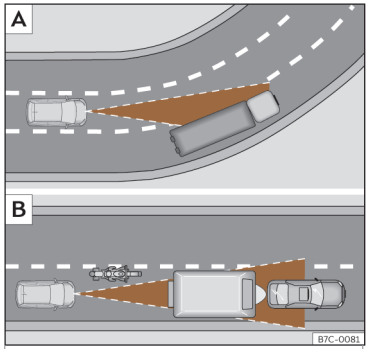

Abb. 162 A Fahrzeug in einer Kurve. B Vorausfahrender Motorradfahrer außerhalb des Erfassungsbereichs des Radarsensors.
Es ist möglich, dass die ACC das vorausfahrende Fahrzeug in der Kurve nicht erkennt oder die Entfernung mit Fahrzeugen, die sich auf anderen Fahrspuren befinden, einstellt ››› **Abb. 162** A.
- Versetzt fahrende Fahrzeuge oder Fahrzeuge, die außerhalb des Erkennungsbereichs des Sensors fahren, z. B. Motorräder. ››› **Abb. 162** B